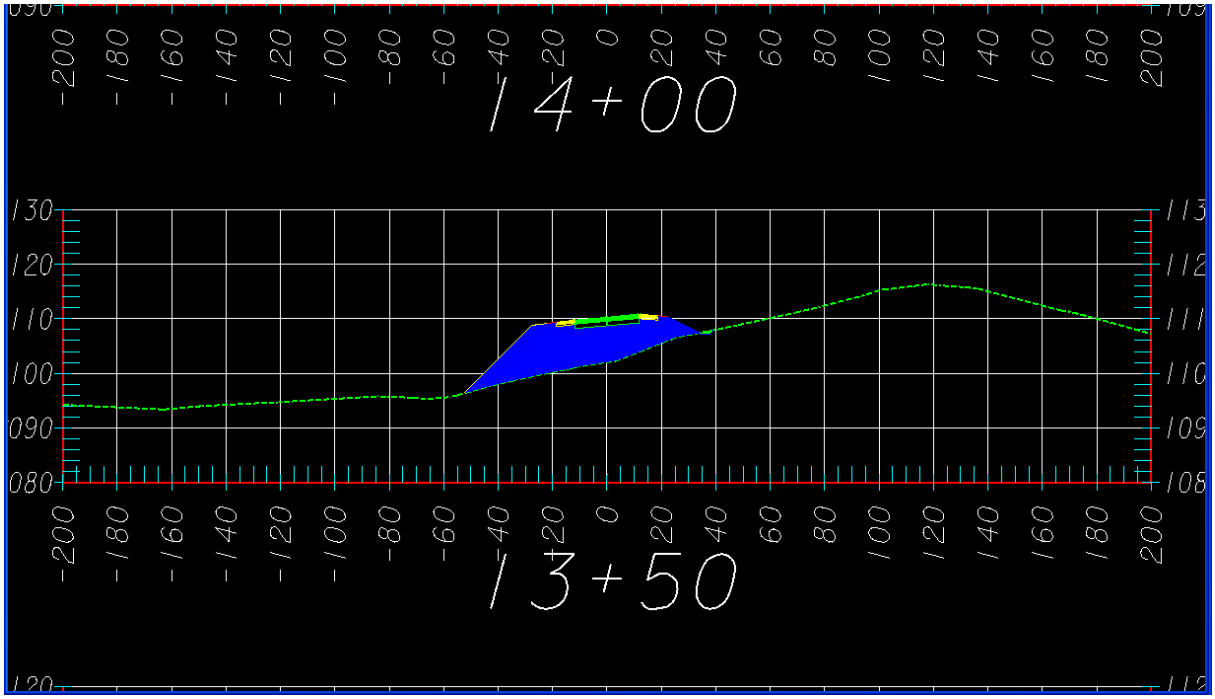

Figure L11-10 MicroStation View Window
29.	**Review Station 13+50.00 in MicroStation.** • In the **Cross Section Viewer**, highlight Station **13+50.00**. • Verify your view in MicroStation matches that shown in *Figure L11-10*. • Notice the cross section is filled in Blue. The **End-Area Volumes** command executed in previous steps shades all Fill sections Blue.